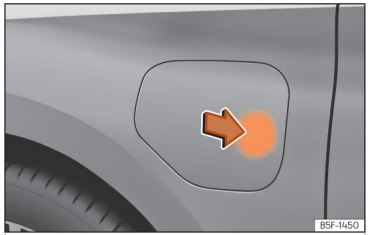

**Fig. 58** Opening the charging socket cover.
- Press the battery's charging socket cover in the area of the arrow to open it ››› Fig. 58.